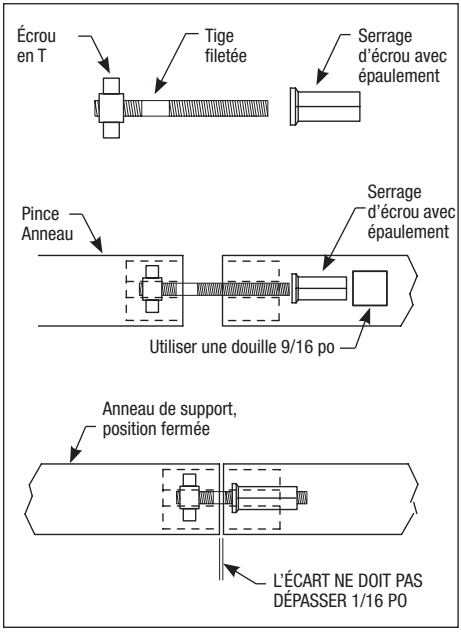

Figure 7. Ensemble d'anneau de support
4. Utiliser une douille de 9/16 po sur l'écrou de serrage jusqu'à ce que les moitiés de l'anneau de serrage se touchent ou soient à moins de 1/16 po, voir Fig. 7, *mais ne pas trop serrer, car le serre-joint peut se briser.* S'il est impossible de serrer comme indiqué, ne pas utiliser le filtre et *appeler immédiatement un technicien de service.*